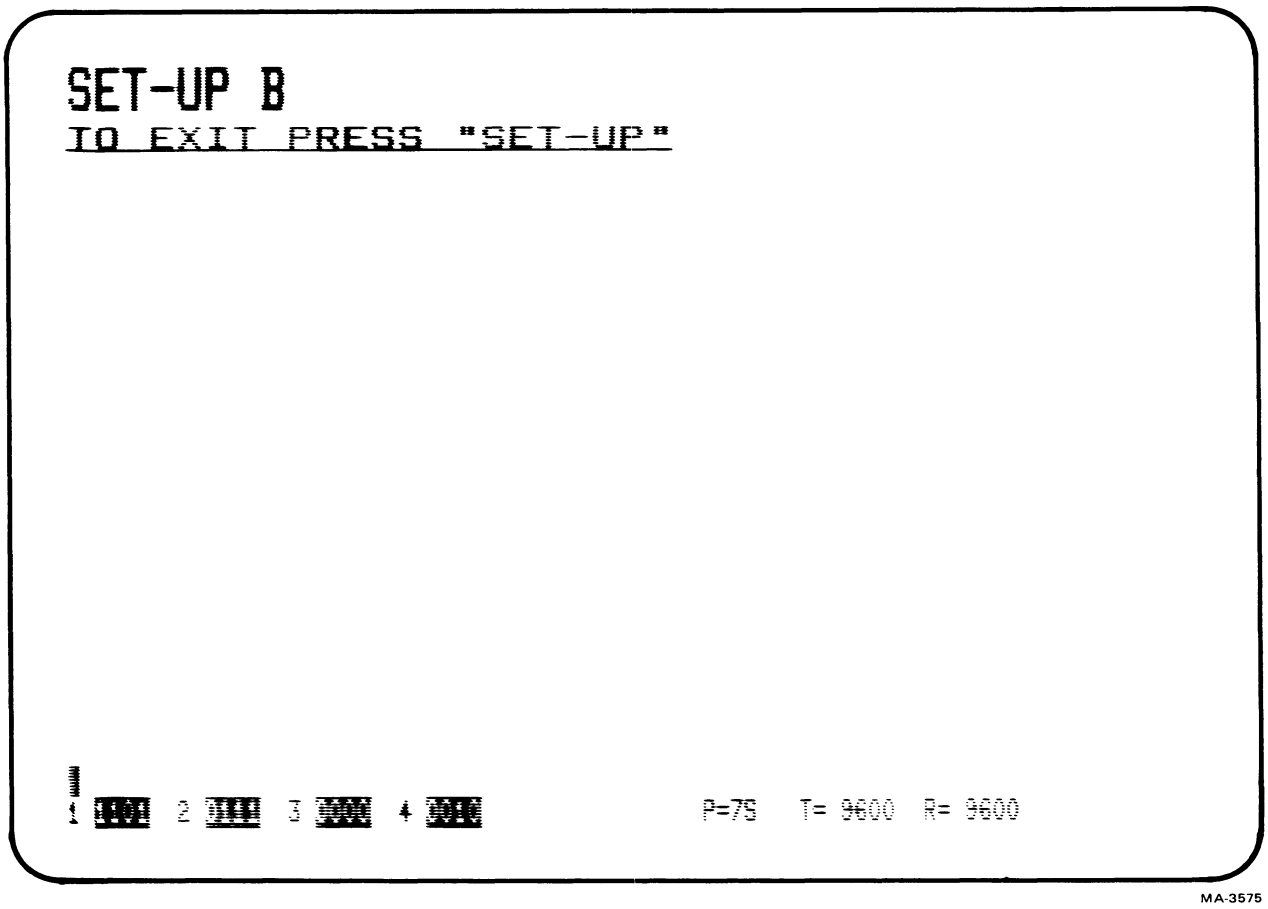
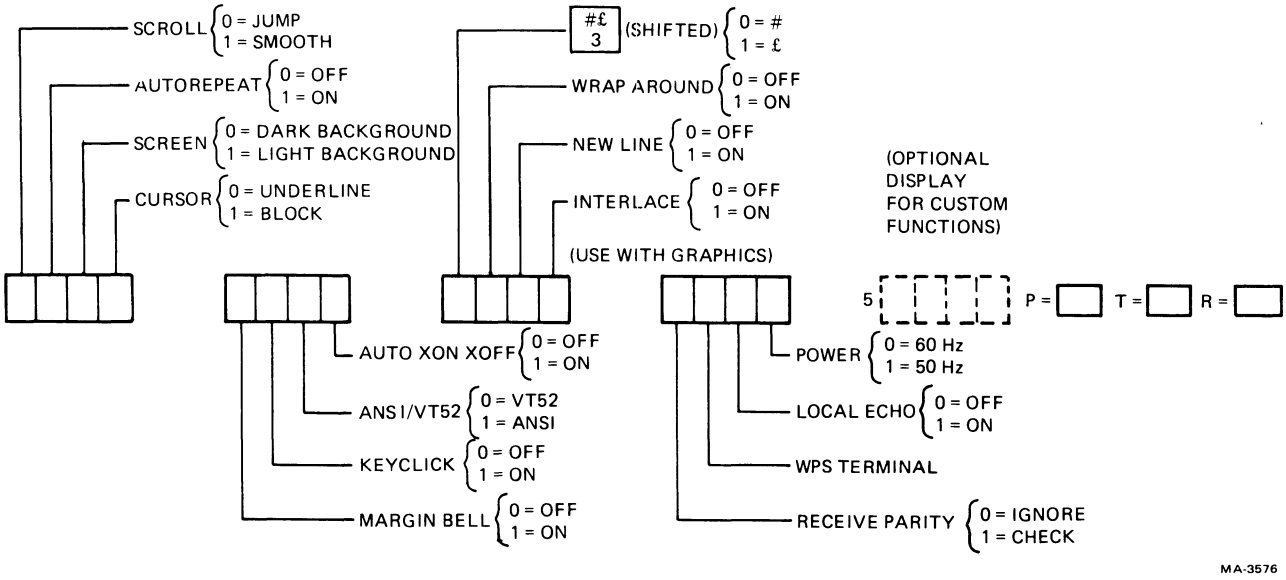

Figure 6-3 VT132 SET-UP-B Presentation
Figure 6-4 VT132 SET-UP-B Summary
6.1.3.2 VT132 SET-UP B – SET-UP B in the VT132 is different from SET-UP B in the VT100. In the VT132 the display has a presentation similar to Figure 6-3. Figure 6-4 summarizes the presentation.